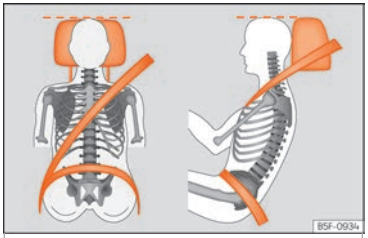

Fig. 8 Sangle bien ajustée et appuie-tête correctement réglé.
- Réglez l'appuie-tête de manière à ce que son bord supérieur soit, dans la mesure du possible, à la même hauteur que la partie supérieure de votre tête, et au moins à la hauteur de vos yeux. Gardez la nuque le plus près possible de l'appuie-tête ››› **fig. 8**.